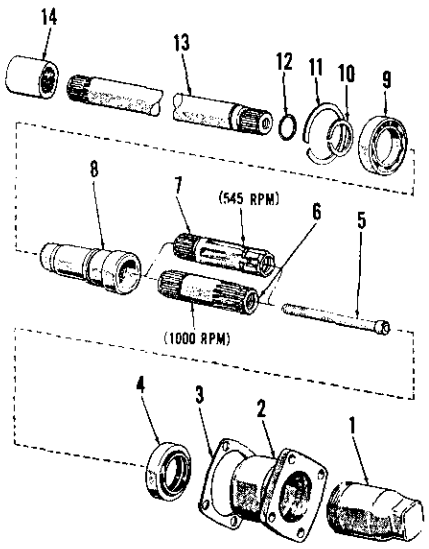
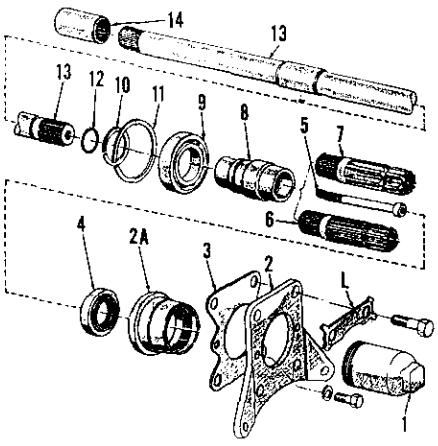

Fig. 355–Exploded view of PTO output shaft assembly used with Select-O-Speed transmission with 2-speed PTO clutch on models 2000 and 3000.
Fig. 356–Exploded view of PTO output shaft assembly for model 4000 tractor with Select-O-Speed transmission with 2-speed PTO option.
325. **R&R AND OVERHAUL OUTPUT SHAFT ASSEMBLY.** To remove the output shaft assembly, first drain lubricant from rear axle center housing, then proceed as follows: On model 4000 (except 4110 L.C.G.), disconnect hydraulic lift lower link sway chains from retainer plate (2—Fig. 356), then unbolt and remove the retainer plate and withdraw output shaft, bearing and retainer assembly from rear axle center housing. On all other models, remove cap screws retaining the output shaft assembly in rear axle center housing and withdraw the shaft, bearing and retainer assembly.
To service 2-speed PTO output shaft assemblies, proceed as follows: Refer to Fig. 355 for models 2000, 3000 and 4110 L.C.G. and to Fig. 356 for other 4000 models. Remove the Allen head cap screw (5) and remove either the 540 RPM or 1000 RPM stub shaft (6 or 7). The output shaft (13) can then be removed from the sleeve (8) and the sealing "O" ring (12) can be renewed at this time. Remove snap ring (11) and press or drive sleeve and bearing from front end of retainer (2 or 2A). Remove snap ring (10) and press sleeve from bearing assembly (9). Remove oil seal (4) from retainer. Reassemble by reversing disassembly procedure and using new "O" ring (12) and seal (4); install seal with crimped edge of steel shell forward.